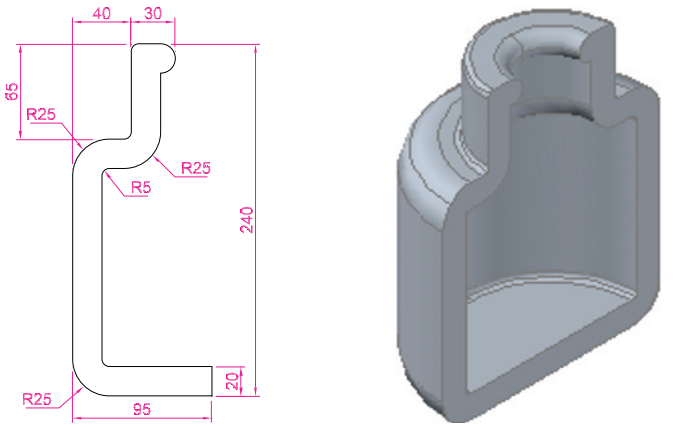

Fig. 13.19 Third example – **Revolve.** The outline to be revolved and the solid of revolution
Third example – Revolve (Fig. 13.19)
1. Construct the pline (left-hand drawing of Fig. 13.19). The drawing must be either a closed pline or a region.